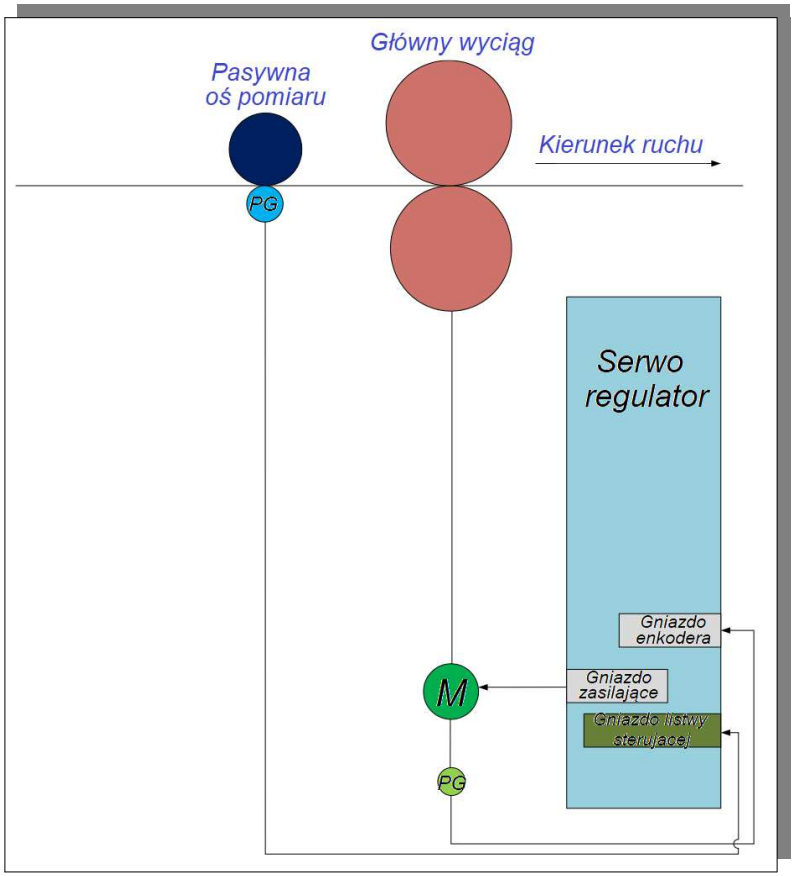
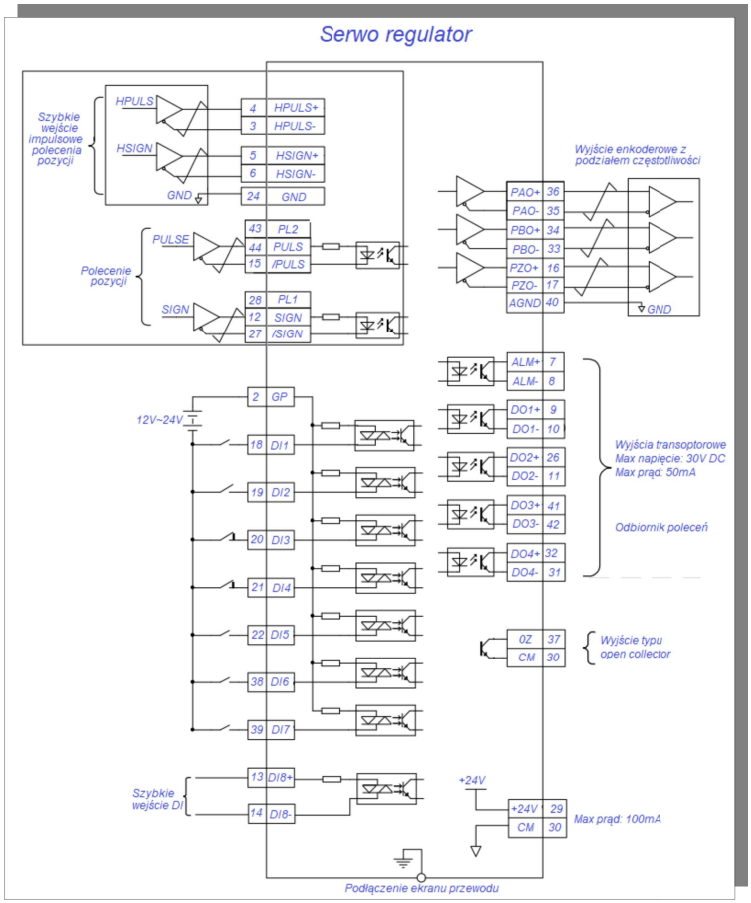

Rys. 6.4.37 Pełna funkcja zamkniętej pętli, typowy przykład aplikacji
rys. 6.4.39 Typowy schemat obwodu dla trybu pełnego sprzężenia zwrotnego
- ★ Patrz instrukcja okablowania na rys. 6.4.37 lub rys. 6.4.39, podłączenie DI/DO;